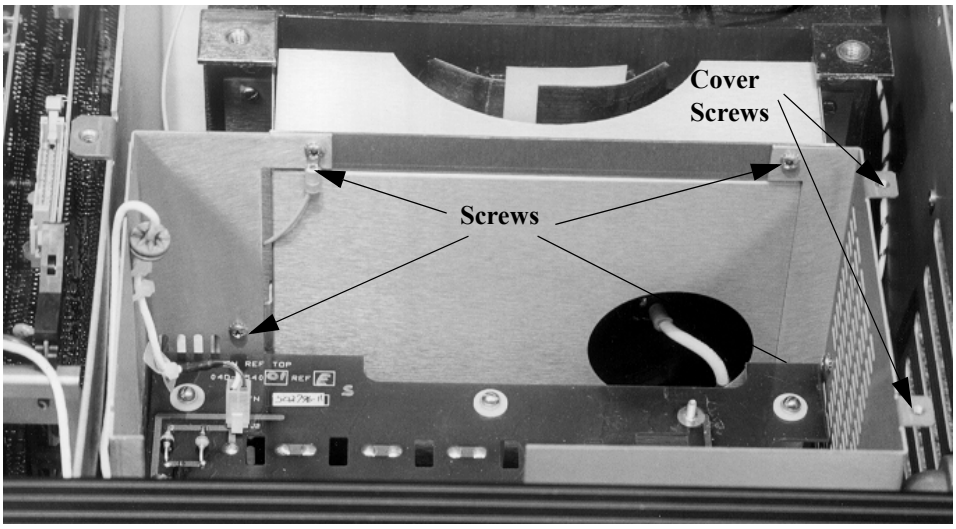

Figure 4.50 Main Reference Assembly, Screw Locations
4. Remove the cover of the Main Reference Assembly. Do this by removing the two screws (Figure 4.50) using a Phillips-head screwdriver.
- Remove the four screws (Figure 4.50), where the Main Reference Assembly joins the chassis, using a Phillips-head screwdriver.